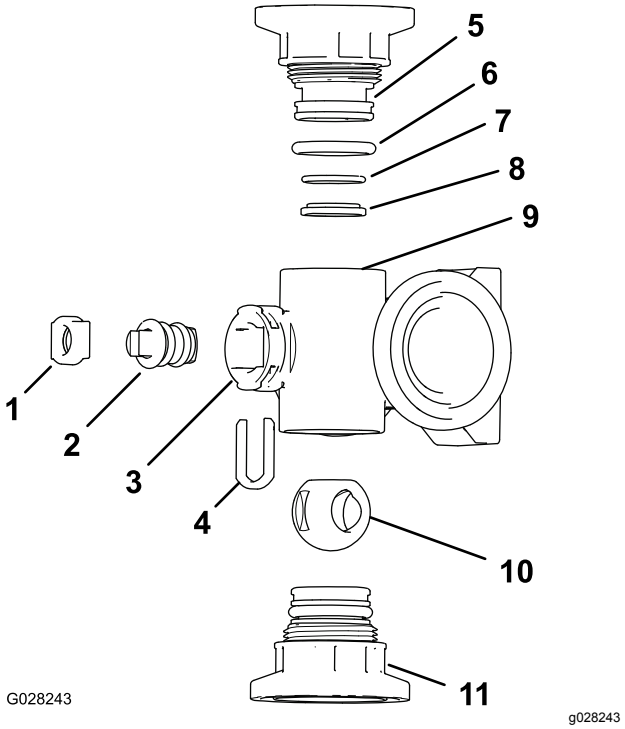
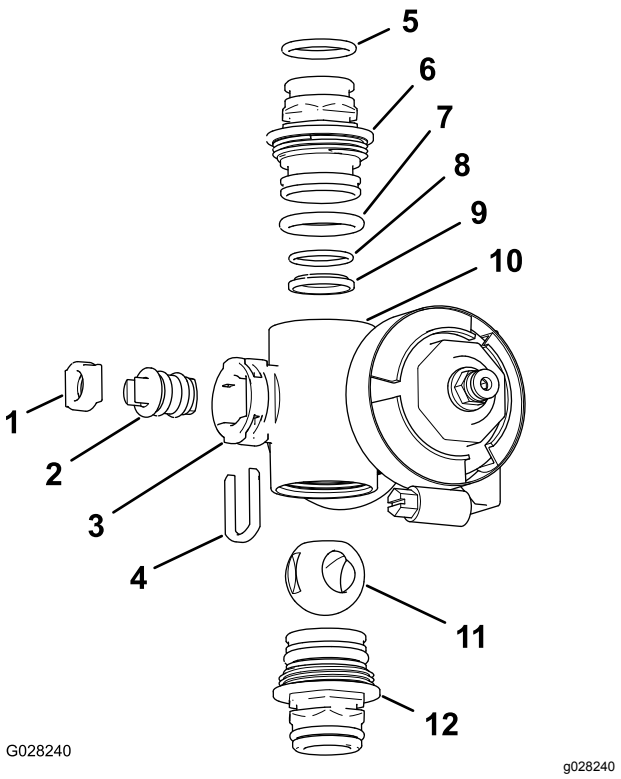

Figur 72
Figur 73
2. Ta bort ändkåpans två fästen från respektive ände av grenrörshuset (Figur 72 och Figur 73).
4. Ta bort ventilskafthållaren från hålen i grenrörets skaftport (Figur 72 och Figur 73).
5. Ta bort ventilskafthållaren och ventilskaftets säte från grenröret (Figur 72 och Figur 73).
6. Ta bort ventilskaftenheten inuti grenrörshuset (Figur 72 och Figur 73).
1. Kontrollera att utloppskopplingens o-ringar (endast sektionsventilens grenrör), ändkåpans o-ringar, bakre sätets o-ringar och kullagret inte är skadade eller slitna (Figur 72 och Figur 73).
2. Stryk på smörjfett på ventilskaftet och montera det i ventilskaftsätet (Figur 72 och Figur 73).
3. Montera ventilskaftet och sätet på grenröret och fäst dem med ventilskafthållaren (Figur 72 och Figur 73).
4. Kontrollera att bakre sätets o-ring och kullagret är inriktade och sitter ordentligt i ändkåpans fäste (Figur 72 och Figur 73).
5. Montera ändkåpans fäste på grenrörshuset så att flänsen på ändkåpans fäste vidrör grenrörshuset (Figur 72 och Figur 73). Vrid sedan ändkåpans fäste ytterligare ett åttondels till ett kvarts varv, till ett moment på mellan 2,25 och 2,82 N·m.